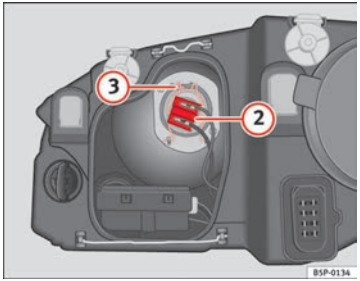

Fig. 191 Dipped beam headlights
– Remove connector ⇒ Fig. 191 (2) from the bulb.
– Unclip the retainer spring ⇒ Fig. 191 (3) pressing inwards to the right.